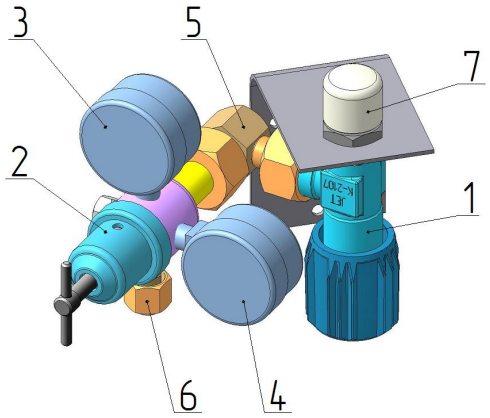

Рис. 1. Пост газоразборный ПГУ-6 / ПГУ-30
4.1 Внешний вид поста показан на рис. 1